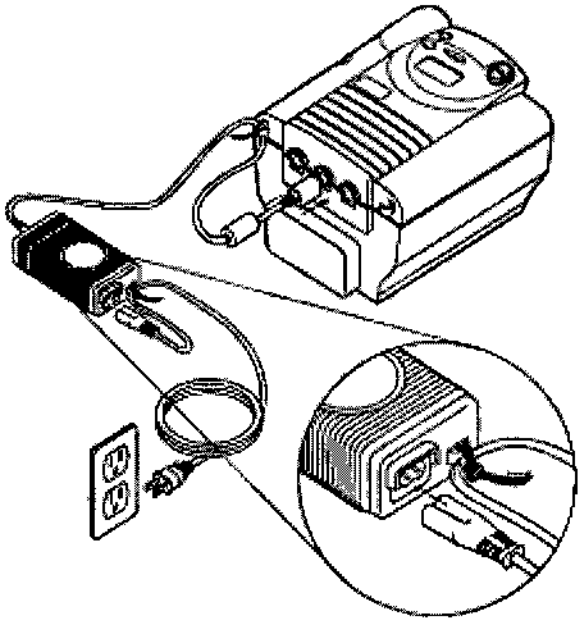

Figura 8 – Conexión de la fuente de alimentación de CA
ADVERTENCIA: Para un uso correcto, la fuente de alimentación **debe** colocarse derecha sobre la base, tal como se ilustra en la figura 8.
3. Sin tensar del todo el cable, conecte el cable del otro lado de la fuente de alimentación a una de las entradas de alimentación del sistema Harmony, tal como se ilustra en la figura 8. El cable de alimentación tiene un conector de bloqueo. Para enchufar el cable correctamente: